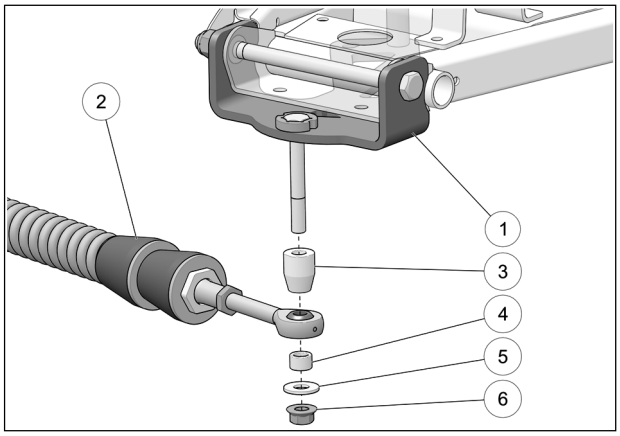

Fig. 11
11. Attach stabilizing rod (**2**) to anchor bracket (**1**), using the long spacer bushing (**3**), short spacer bushing (**4**), flat washer (**5**) and nut (**6**). Torque to 70 N•m [52 lb•ft]. See Fig. 11